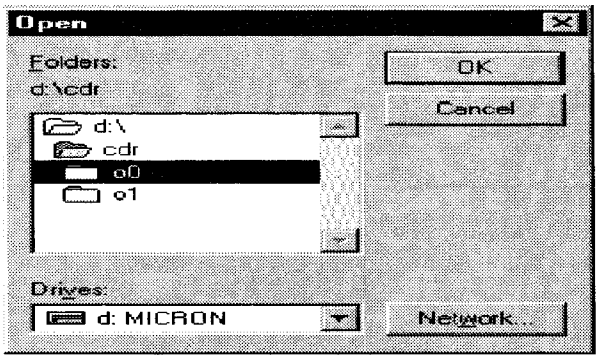

FIGURE 4-99. CDR INPUT OPEN DIRECTORY WINDOW
(1) Observe an Open window (Figure 4-99).